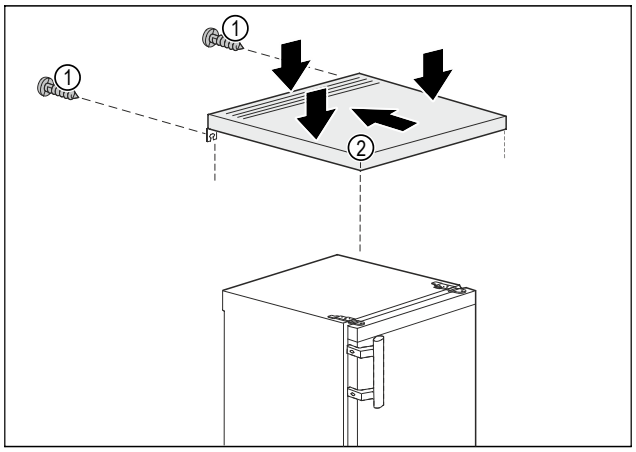

Fig. 4
▶ Положите верхнюю панель *Fig. 4 (2)* на устройство.
▶ Сдвиньте верхнюю панель *Fig. 4 (2)* назад.
▶ Надавите на верхнюю панель *Fig. 4 (2)* сзади вниз.
▶ Затяните винты *Fig. 4 (1)* на задней стенке.
▷ Верхняя панель *Fig. 4 (2)* смонтирована.